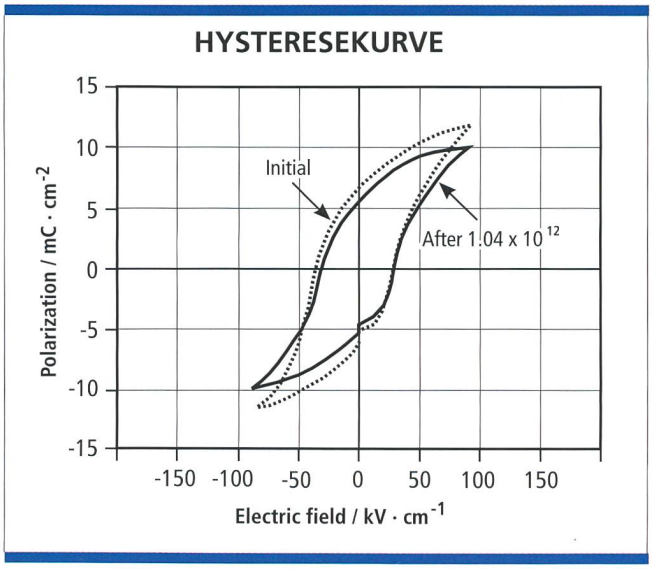

*Bild 2. Hysteresekurve eines FeRAM beim ersten Schreib/Lese-Zyklus und nach mehr als 1000 Mia Zyklen (Bild: Oki Electric/ IEDM '97).*
Ferroelektrische Speicherchips (FeRAM, auch FRAM) ziehen seit kurzem das Interesse der Anwender auf sich. Solche Speicher sind nichtflüchtig, das heisst, sie brauchen keinen Auffrischzyklus wie das DRAM, um die abgespeicherte Information zu halten. Als Folge kommt man zu sehr niedrigem Energieverbrauch. Gegenüber den bisher bekannten nichtflüchtigen Speichern (wie z. B. Flash-Speichern) gewinnt man auch noch erheblich an Arbeitsgeschwindigkeit beim Einschreiben und Auslesen. Eines der Probleme mit diesen Speichern liegt noch in der Zuverlässigkeit und Ermüdungsfreiheit der ferroelektrischen dünnen Filme. Als Basismaterial hat sich für die Zukunft SBT empfohlen, ein Oxid-Compound aus Strontium (Sr), Wismut (Bi) und Tantal (T). Der Speichereffekt bzw. das Löschen wird durch Polarisationsänderungen im Material entlang einer Hysteresekurve realisiert, die beim Schreib/Lösch-Vorgang durchlaufen wird. Für den Einsatz dieser Technik ist es natürlich wichtig, dass sich die Hysteresekurve auch nach vielen Millionen Schreib/Lösch-Zyklen nicht grundsätzlich verändert (Bild 2).